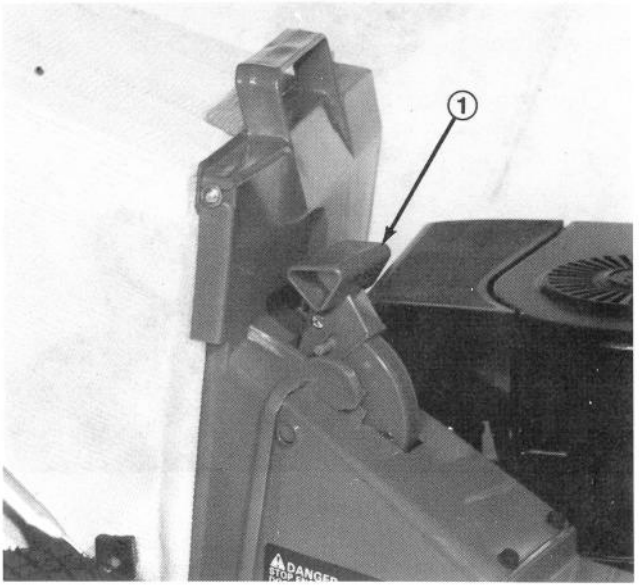

Figure 14
4. Move handle upward until it locks in notch at rear of bag latch (Fig. 14). The door in discharge chute is now open.